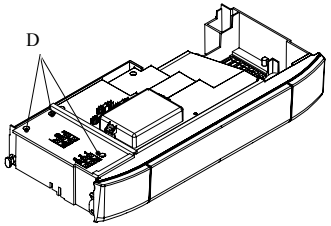

Fig. 7.4
11. Loosen the screws D and remove the service panel (Fig. 7.4).
11. Ослабьте винты D и снимите сервисную панель (рис. 7.4).